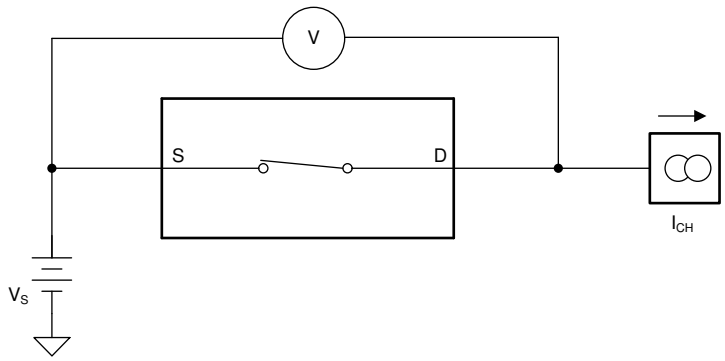

Figure 26. On-Resistance Measurement Setup
The on-resistance of the MUX36xxx is the ohmic resistance across the source (Sx, SxA, or SxB) and drain (D, DA, or DB) pins of the device. The on-resistance varies with input voltage and supply voltage. The symbol R_{ON} is used to denote on-resistance. The measurement setup used to measure R_{ON} is shown in Figure 26. Voltage (V) and current (I_{CH}) are measured using this setup, and R_{ON} is computed as shown in Equation 1: